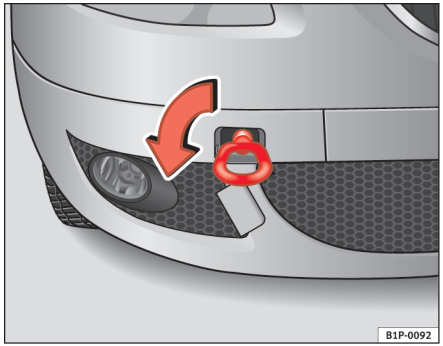
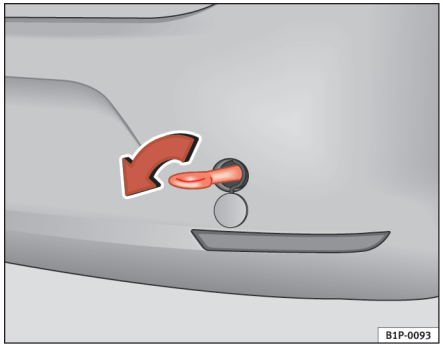

Fig. 177 Foran i højre side: Sådan skrues slæbeøjet i foran.
Fig. 178 Sådan skrues slæbeøjet i bagpå.
– Skru slæbeøjet i hullet med gevind foran ⇒ fig. 177 eller bagpå ⇒ fig. 178. Du skal dreje det *mod venstre* i pilens retning og så langt ind, som det kan komme. ■